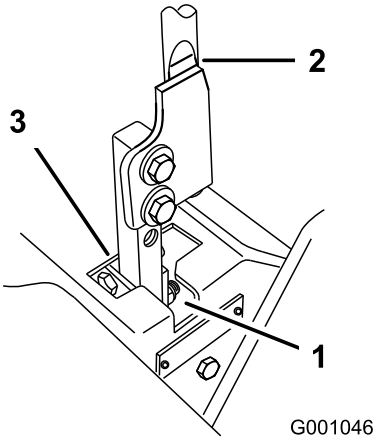

Figuur 73
5. Zet de hendel in de neutraalstand zonder deze te vergrendelen (Figuur 73).
6. Trek de hendel naar achteren totdat de gaffelpen (op de arm onder de draaias) contact maakt met het uiteinde van de sleuf (en net druk op de veer begint uit te oefenen) (Figuur 73).
7. Controleer of de hendel de juiste stand heeft ten opzichte van de inkeping in het bedieningspaneel (Figuur 73). De hendel moet in het midden staan zodat deze naar buiten kan draaien en worden vergrendeld in de neutraalstand.